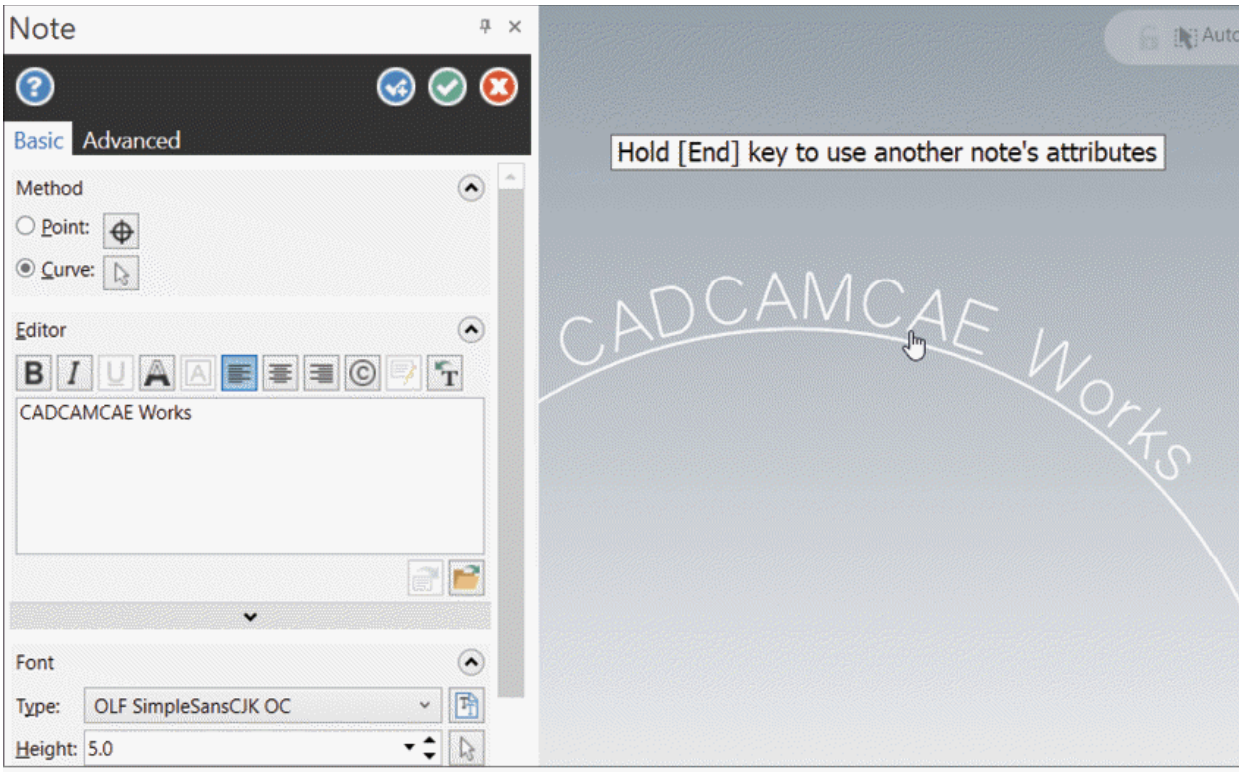

Figure-25. Text placed on curve
- Click on desired curve or click at desired location to place the text; refer to Figure-25.